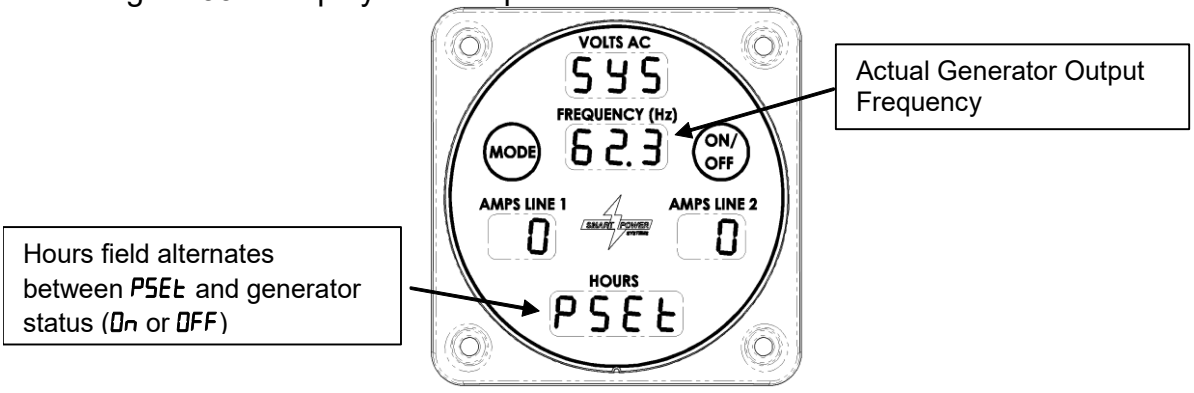

Figure 33 - Pump Set Display
e. Return to Normal mode by pressing the Mode button until the screen shown in Figure 33 is displayed. Pump Set will still be active.